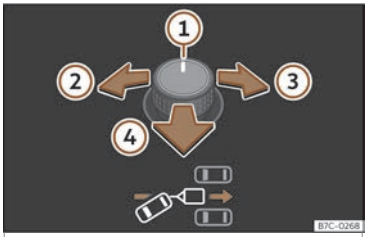
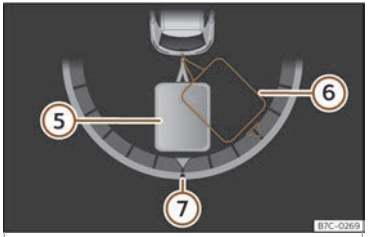

Fig. 184 Mando xiratorio dos retrovisores exteriores:axustar o ángulo do remolque.
Fig. 185 Pantalla do cadro de instrumentos:dar marcha atrás.
Lenda da **fig. 184**,>>> **fig. 185** :
- Bascule o mando xiratorio ata acadar a dirección desexada>>> **fig. 184** . Na pantalla do cadro de instrumentos aparece, a modo de orientación, unha representación do conxunto vehículo tractor e remolque na posición actual>>> **fig. 185** .